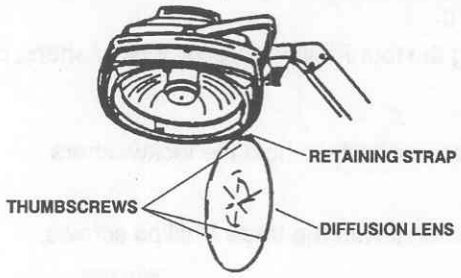

Figure 3-32. Diffusion lens removal/replacement.
(1) Disconnect the power cable.
(2) Turn off the surgical light by depressing the rocker switch (mounted on the lighthead yoke) to the "O" symbol.
(3) Disconnect the lighthead cable.
(4) Position the lighthead for access to the lighthead cover and subsequently the heat sink.
(5) Loosen the three thumbscrews fastening the diffusion lens (fig 3-32) and allow the lens to hang from its retaining strap.